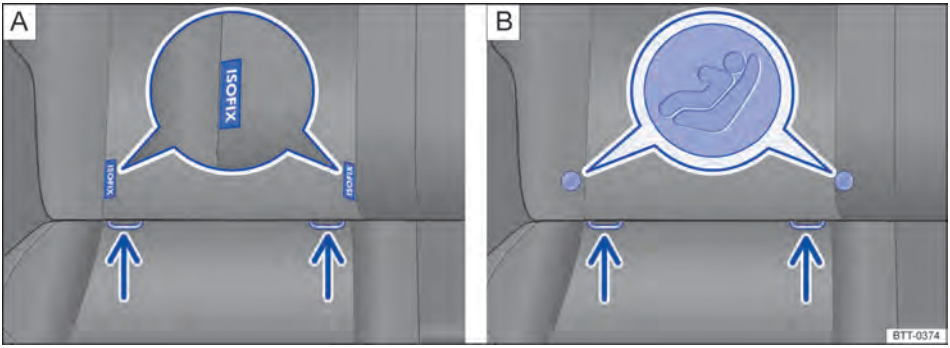

Fig. 70 No banco do veículo: variantes de identificação dos pontos de ancoragem inferiores para cadeiras de criança.
- Encaixar a cadeira de criança nos olhais de retenção ⇒ Fig. 70 no sentido da seta. A cadeira de criança deve engatar de forma segura e audível.
- Colocar a cadeira de criança sobre a superfície do banco e prender os ganchos dos cintos de fixação nos olhais de retenção ⇒ Fig. 70.